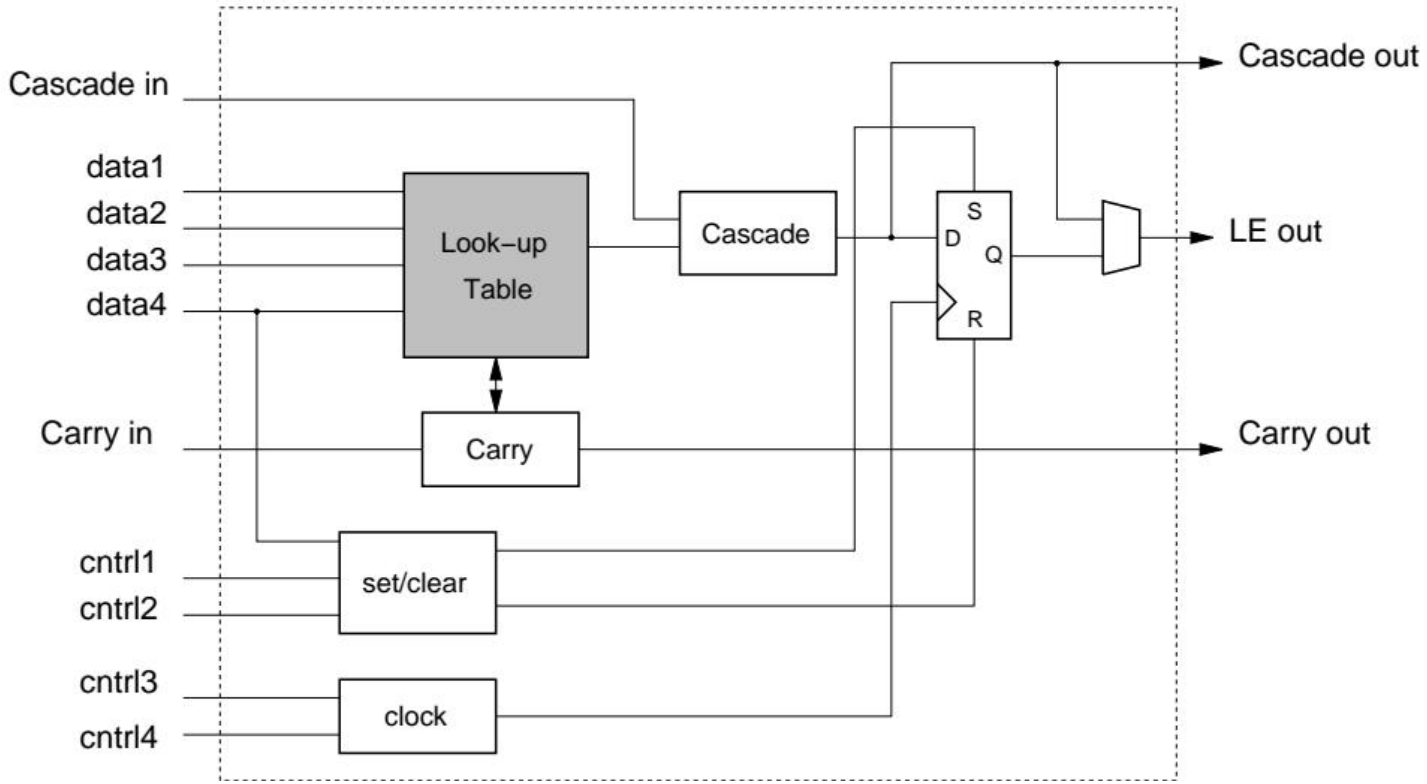

图 13: *Altera FLEX 8000* 逻辑单元（*LE*）。
- 如图 13 所示，FLEX 8000 的基本逻辑块称为**逻辑元素（Logic Element，LE)**，包含一个 4 输入 LUT、一个触发器以及用于算术电路的特殊进位电路（类似于 Xilinx XC4000)。